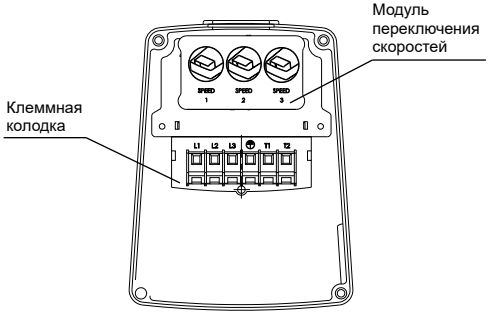

Рис.3
- Электродвигатели трехфазных насосов оснащены встроенным тепловым реле, контакты которого выведены на клеммную колодку и должны подключаться к внешним устройствам защиты. Внешнее устройство защиты следует соединить через клеммы T1 и T2 (см. рисунок 3).